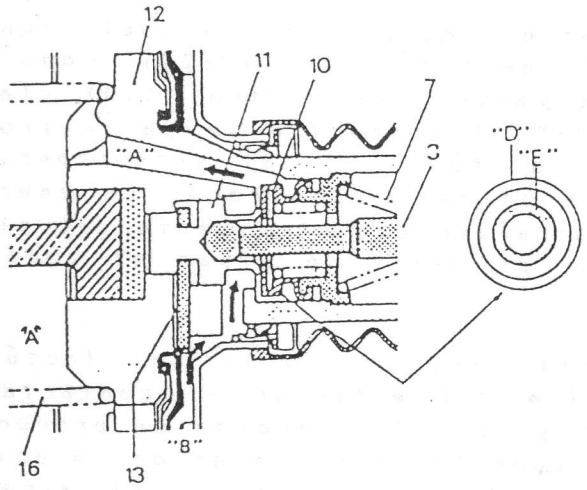

Fig. 19-21
La varilla de mando (3) (Fig. 19-21) es empujada hacia la derecha por la tenstón del muelle (7), tal y como se observa. El desplazamiento hacia la derecha de la válvula de aire (11) hace que esta contacte con la chaveta tope (13). En este caso se encuentra abierta la válvula de control de vacio (10) (detalle "d"), y cerrada la válvula de aire (11) (detalle "e"). De este modo las cámaras "A" y "B" estan comunicadas y comparten la misma presión negativa (por no haber diferencias de presión entre ellas), permitiendo al muelle de retorno (16) desplazar al pistón (12) hacia la derecha.
Al soltar el pedal de freno, el pistón del servofreno (12) y los pistones del cilindro principal regresan a sus posiciones originales, estableciendose una situación igual al apartado descrito en CUANDO NO SE PISA EL FRENO (Fig. 19-21).